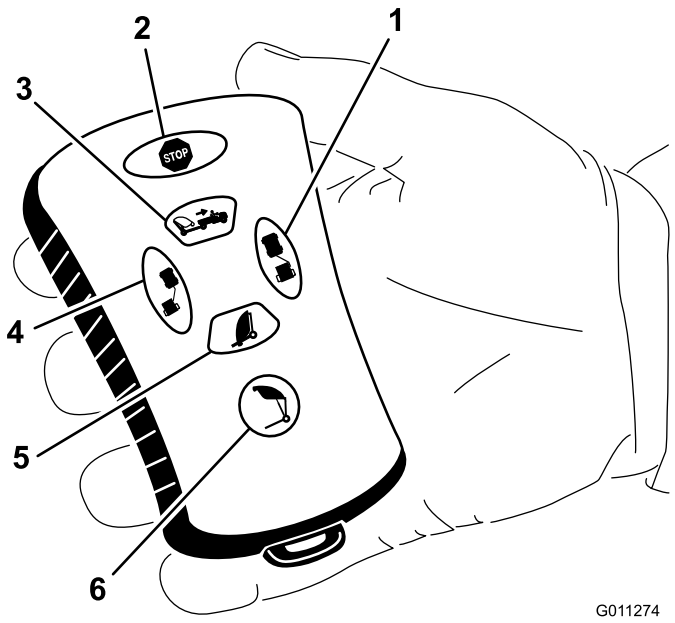

Figur 25
- Tryk på tragtbeholderens aflæsningsknap (Figur 25).
- Tryk derefter på forskudt til venstre-knappen (Figur 25).
- Tryk derefter på forskudt til højre-knappen (Figur 25
Tryk derefter på tragtbeholderens aflæsningsknap og hold den nede (Figur 25).
- Tryk på fejemaskinens ned-knap for at sænke tragtbeholderen (Figur 25).